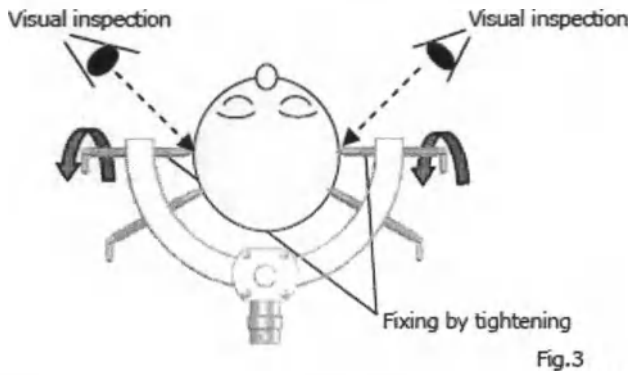

Fig.3
3) Finally turn the head pins 1/4 to 1/2 rotation which were provisionally fixed to tighten them further (Figure 3). Excessive tightening by the head pin may result in making cracks, depression, or penetration in the skull or laceration of the skin. Be sure to tighten the head